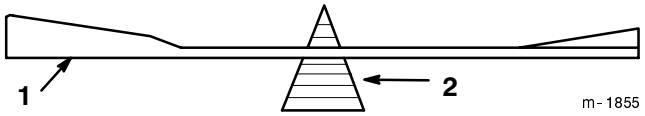

Bild 25
2. Überprüfen Sie die Auswuchtung des Schnittmessers auf einer Messerwaage (Bild 25). Wenn das Schnittmesser in seiner horizontalen Position bleibt, ist es ausgewuchtet und kann wiederverwendet werden. Feilen Sie, wenn das Schnittmesser nicht ausgewuchtet ist, an der Rückseite des Messers etwas Metall ab. Wiederholen Sie diesen Vorgang, bis das Messer ausgewuchtet ist.